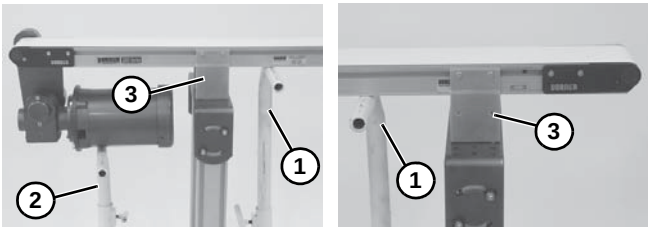
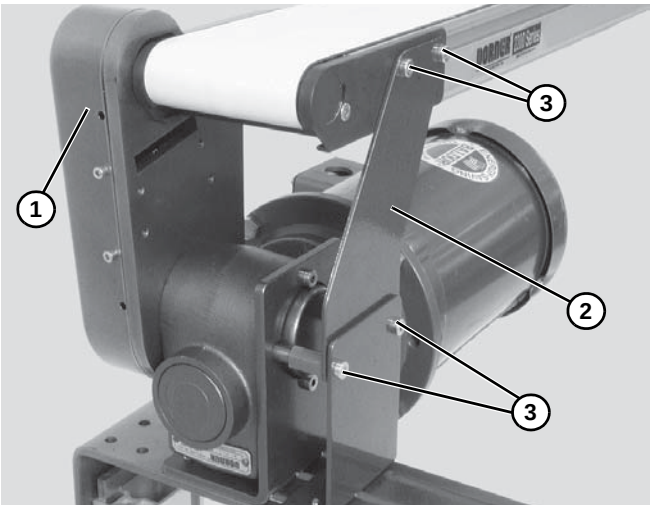

Figure 44
Figure 45
1. Placer un support temporaire **(Figure 44, élément 1)** sous les deux extrémités du convoyeur. Placer un support supplémentaire **(Figure 44, élément 2)** sous le moteur d'entraînement, si le convoyeur en est équipé. Voir AVERTISSEMENT.
2. Retirer les supports de montage **(Figure 44, élément 3)** sur un côté du convoyeur. (Effectuer les étapes 3 et 4 dans l'ordre inverse de la section « Supports de montage Série 2200 » à partir de page 9.) Si le convoyeur est équipé d'un ensemble d'entraînement pour charge lourde, retirer les supports du côté opposé au carter d'entraînement **(Figure 45, élément 1)**.
3. Si le convoyeur en est équipé, retirer les rouleaux de renvoi, le guidage et les accessoires sur le côté opposé du carter d'entraînement **(Figure 45, élément 1)**.
4. Si le convoyeur est équipé d'un ensemble d'entraînement pour charge lourde, retirer le support **(Figure 45, élément 2)** : Retirer les vis **(Figure 45, élément 3)** et retirer le support **(Figure 45, élément 2)**.
1. S'assurer que les supports temporaires **(Figure 44, élément 1)** sont bien placés sous les deux extrémités du convoyeur. Placer un support supplémentaire **(Figure 44, élément 2)** sous le moteur d'entraînement, si le convoyeur en est équipé. Voir AVERTISSEMENT.
5. Si le convoyeur est équipé d'un ensemble d'entraînement pour charge lourde, remettre en place le support **(Figure 45, élément 2)** :